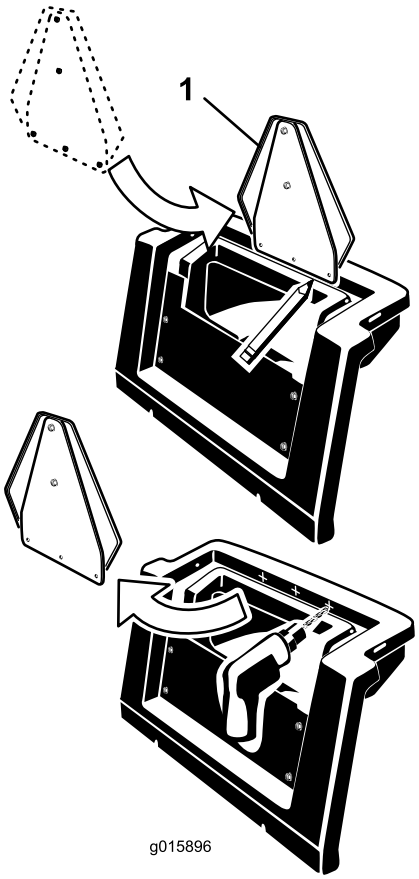

Figure 12
3. En vous servant du support de triangle de véhicule lent comme guide, localisez, marquez et percez (3) trous de 5/16" de diamètre dans l'avant du boîtier de rangement, comme illustré à la Figure 12.